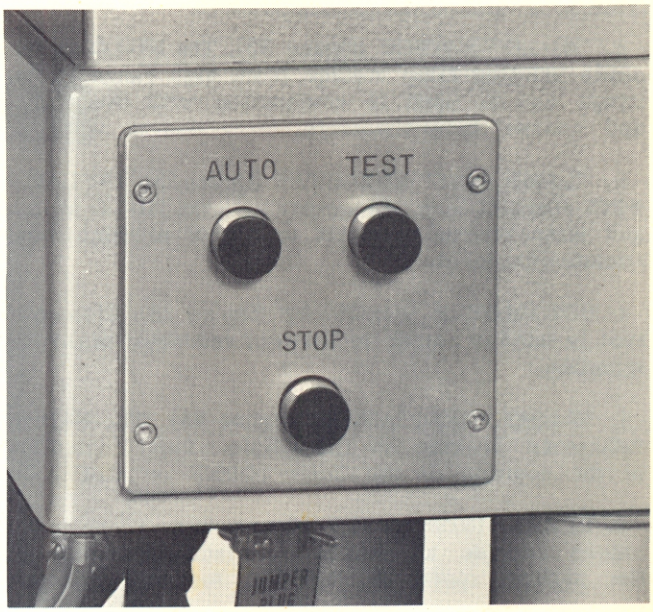
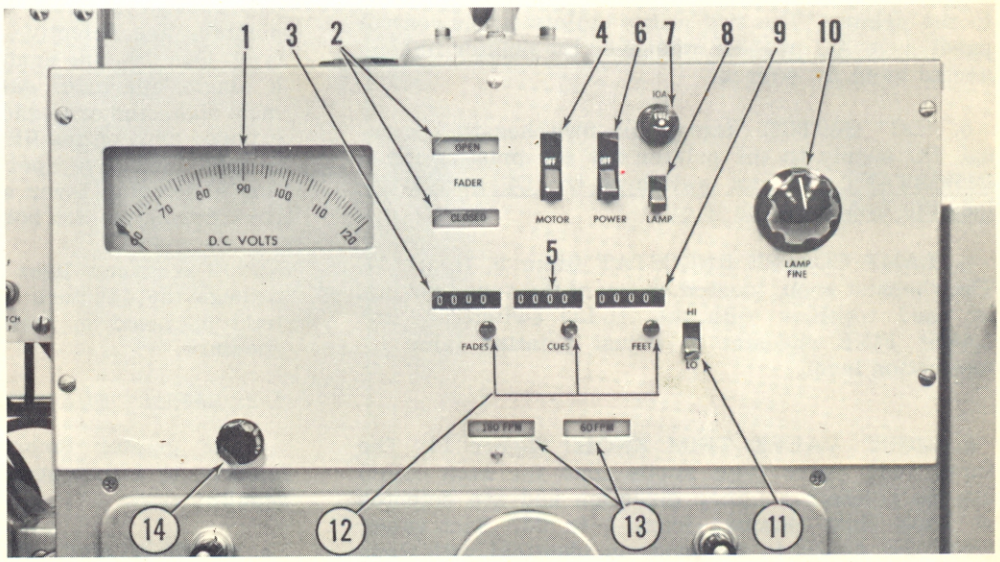

Figure 22. Printer Push Button Panel
Figure 23. Printer Instrument Panel
All switches, knobs, dials and indicators for printer operation are discussed in the following paragraphs. (Refer to paragraph 4-3 for description of program tape punch keys used in perforating the program tape). The majority of the printer controls are located on the push button panel (figure 22), the instrument panel (figure 23), and the rear control panel (figure 5).
a. "AUTO" BUTTON (figure 22). Used to start the printer in the automatic mode of operation. This button is inoperative when no tape is present in the reader or when tape is present but the fader is closed. It also should be noted that the AUTO button will not start the printer if the roller gate is open. The AUTO button is held depressed until the first tape program reaches the reading pins of the reader; then may be released.
b. "TEST" BUTTON (figure 22). The TEST button is used to start the printer for checking purposes (see paragraph 2-7a for non-automatic operation test procedure). This button is used when no tape is present in the reader and, therefore, no light changes can be accomplished after a "test" start. The TEST button starting operation is not affected by an open roller gate, a closed fader, or the negative film break switch.
c. "STOP" BUTTON (figure 22). The STOP button is used to stop a printer that has been started with the TEST button or the alternate start-stop button on the tape reader (paragraphs, following). It also may be used to stop a printer in automatic operation, although this is normally accomplished by the "end" hole in the tape.
d. "MOTOR" CIRCUIT BREAKER (figure 23). This control is used to switch AC voltage to the drive motor and the take-up motors.
e. "POWER" CIRCUIT BREAKER (figure 23). This control is used to switch AC voltage to the reader and to the DC power supply.
f. "LAMP" SWITCH (figure 23). Switches AC to the lamp and rheostat blowers and DC to the printing lamp. This switch MUST BE OFF when DC switch ("step o" below) is switched on.
g. "HI-LO" SWITCH (figure 23). The HI-LO switch shifts printing lamp voltage from high range to low range and is used in conjunction with the "fine" and "coarse" lamp rheostats.
h. "LAMP FINE" RHEOSTAT (figure 23). The LAMP FINE rheostat is used together with the HI-LO switch and lamp coarse rheostat to adjust printing lamp illumination level.
i. VOLTMETER RHEOSTAT (figure 23). This control is used to adjust the level of voltmeter dial illumination.
j. "FADER" INDICATORS (figure 23). The FADER indicators provide an immediate visual indication of the position of the fader (OPEN or CLOSED).
k. SPEED INDICATORS (figure 23). These indicators provide an immediate visual indication of the printer speed (60 or 180 feet per minute).